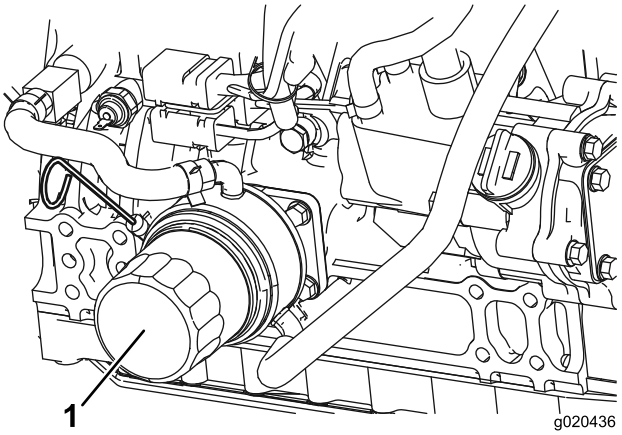

Рисунок 51
2. Извлеките масляный фильтр (Рисунок 51). Перед установкой нового фильтра нанесите на его уплотнение тонкий слой чистого масла. **Не перетягивайте фильтр.**